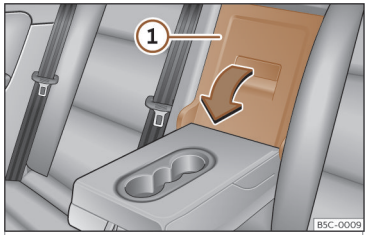

Abb. 121 An der Rücksitzlehne: Öffnung der Durchladeeinrichtung.
- Ziehen Sie den Entriegelungshebel in Pfeilrichtung und schwenken Sie den Deckel der Durchladeeinrichtung››› **Abb. 121** ① vollständig nach vorn.